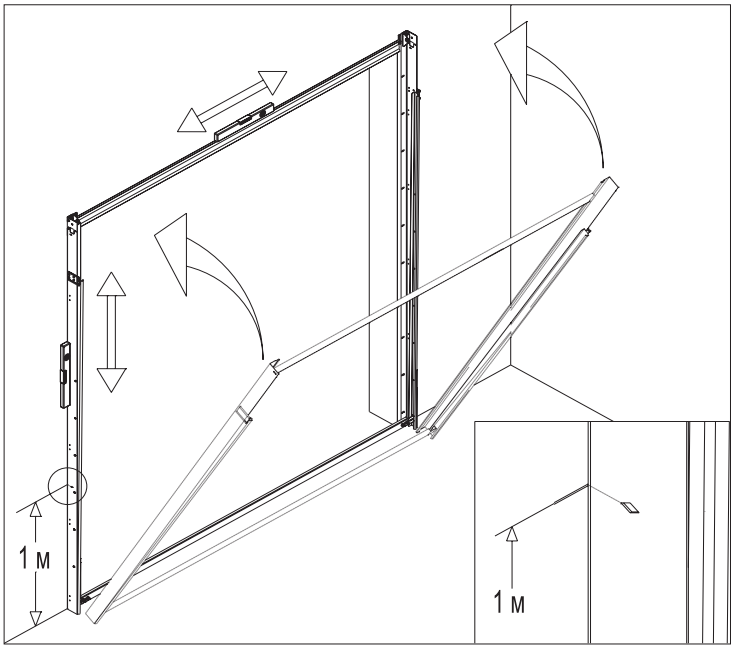

*Рис. 8.*
Закрепление собранной вертикальной рамки несущего каркаса к проему (рис.8) производится в следующем порядке:
3) выставить и зафиксировать рамку в вертикальной плоскости, совместив просечки в опорных стойках с метровыми метками на проеме (рис.8);